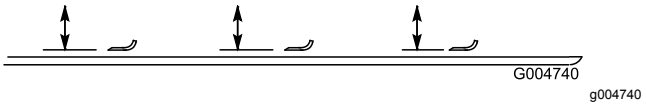

Figur 111
2. Rotera kniven tills ändarna är riktade framåt och bakåt (Figur 111). Mät avståndet från klippenhetens insida till knivseggens spets. Notera måttet.